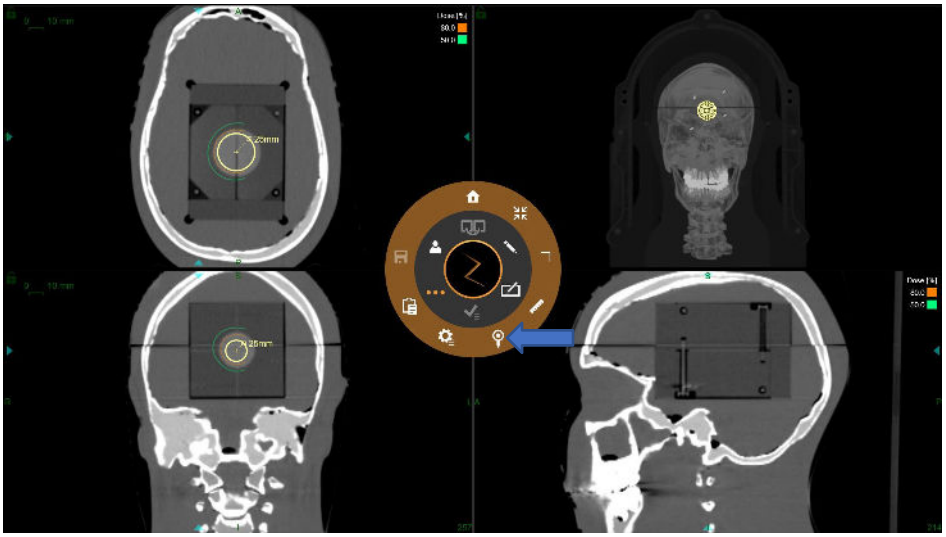

Figura 7-3 Fase del cubo con la sfera.
3. Fare clic su **Auto ball center detection** (Rilevamento automatico centro sfera) per collocare l'isocentro al centro della sfera (vedi Figura 7-3).